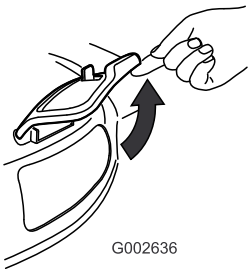

Figur 32
2. Løft sideudblæsningspladen for at åbne den (Figur 32).